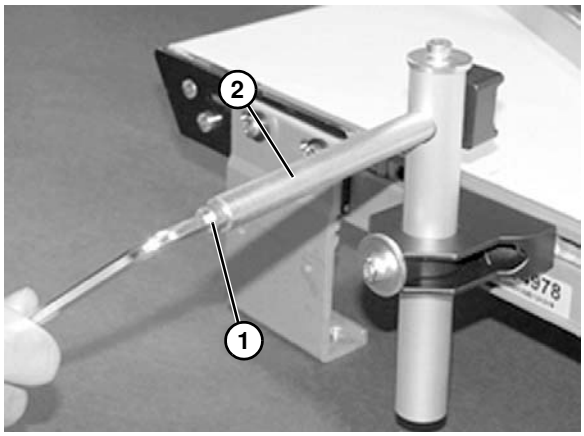
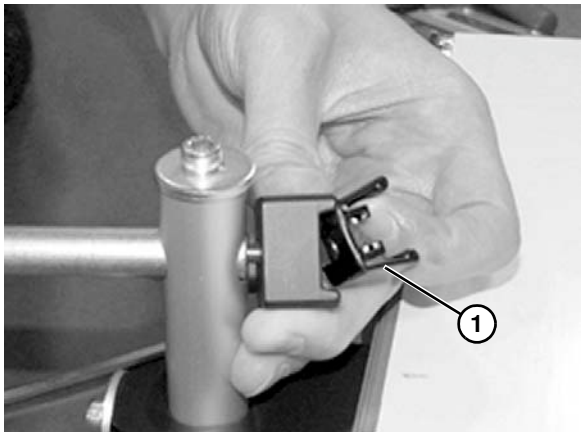
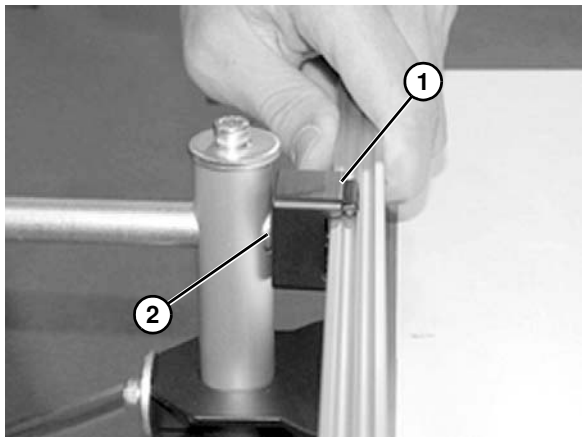

Figure 21
Figure 22
Figure 24
3. Desserrer la vis **(Figure 21, élément 1)** sur l'extrémité de l'axe **(Figure 21, élément 2)** afin de retirer l'attache **(Figure 22, élément 1)**.
5. Assembler à nouveau l'attache **(Figure 24, élément 1)** et la fixer sur l'axe **(Figure 24, élément 2)**. Serrer la vis **(Figure 21, élément 1)** à l'extrémité de l'axe.